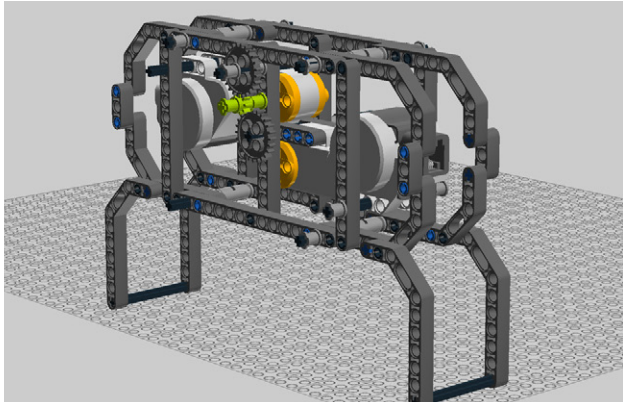

Figure 4-35. *Step 30: Connect to the upper motor's hub*
30. Connect the assembly from Step 29 to the upper motor's hub so that the top two gears mesh (Figure 4-35).